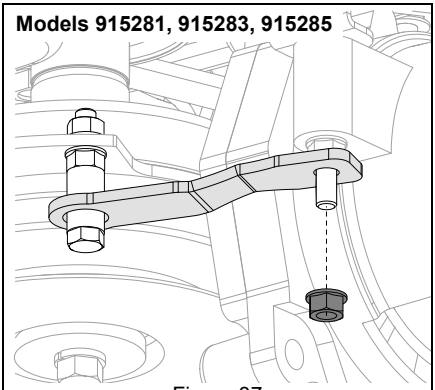
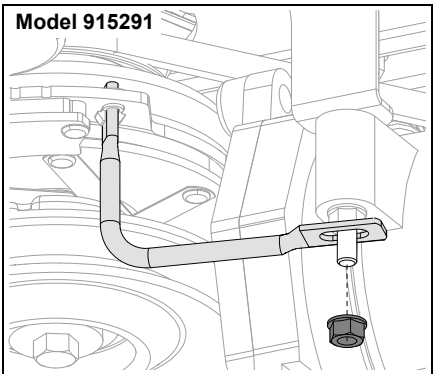

Figure 37
Figure 38
4. Remove hardware retaining clutch stop bracket and remove bracket. See Figure 37 & Figure 38.
4. Reinstall clutch stop and secure with original hardware. See Figure 37 & Figure 38.